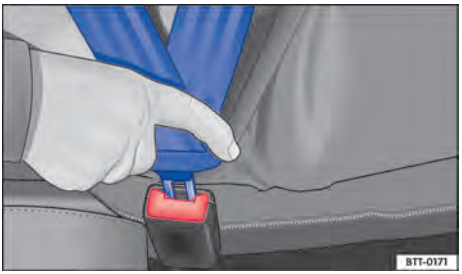

Fig. 58 Introduzir a lingueta do cinto de segurança no fecho do cinto de segurança.
- Introduzir a lingueta do cinto de segurança firmemente no fecho do cinto de segurança correspondente ao assento ⇒ Fig. 58.